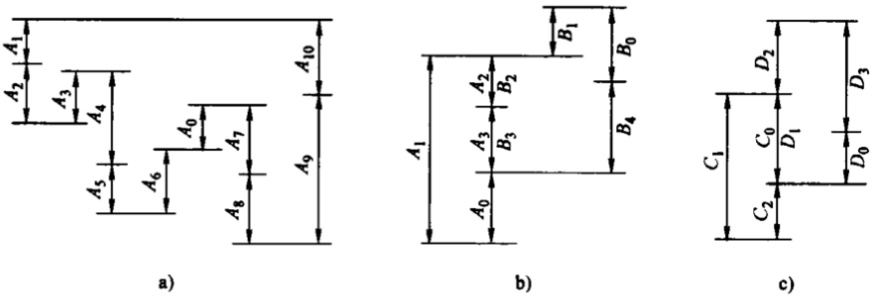

图 5-53　习题 5-13 图
①影响因素：上工序的表面粗糙度(R_a)，上工序的表面破坏层(D_a)，上工序的尺寸公差(T_a)，需要单独考虑的误差(ρ_a)，本工序的安装误差(ε_b)
②考虑本工序装夹误差的原因是：装夹误差包括定位误差、夹紧误差，这两种误差会影响加工时的毛坯余量等。
6、图 5-53 所示尺寸链中（图中 A_0、B_0、C_0、D_0是封闭环），哪些组成环是增环？哪些组成环是减环？